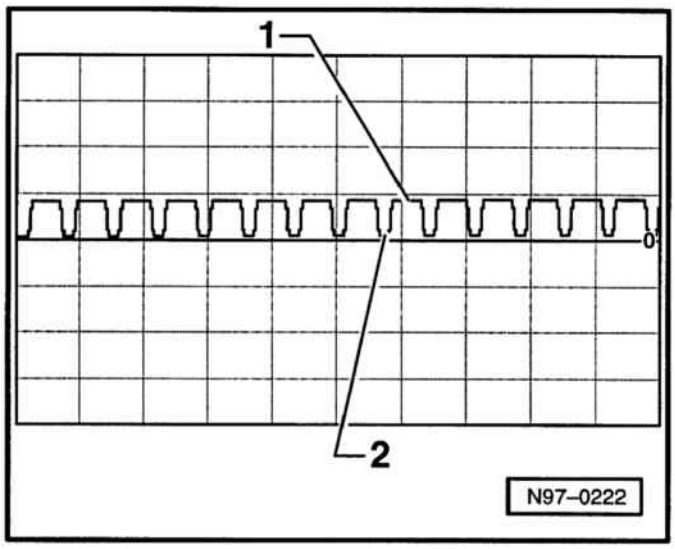

Fig. 5
- Start engine ⇒ the duty cycle must change, see **fig. 5**